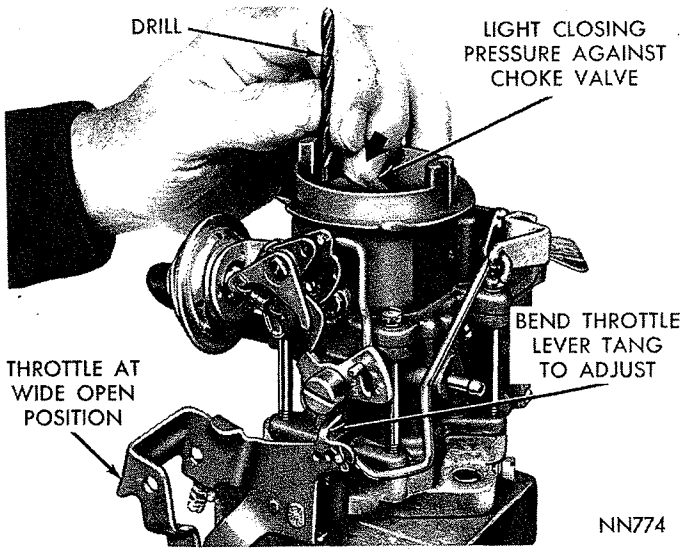

*Fig. 18—Checking the Choke Unloader Setting (Wide Open Kick)*
(1) Hold throttle valve in wide open position, insert Tool T109-28 or 3/16″ drill between the upper edge of choke valve and the inner wall of air horn, as shown in (Fig. 18).
(2) If no drag is felt, or if too much drag is apparent, bend unloader tang on the throttle lever, until correct clearance has been obtained.